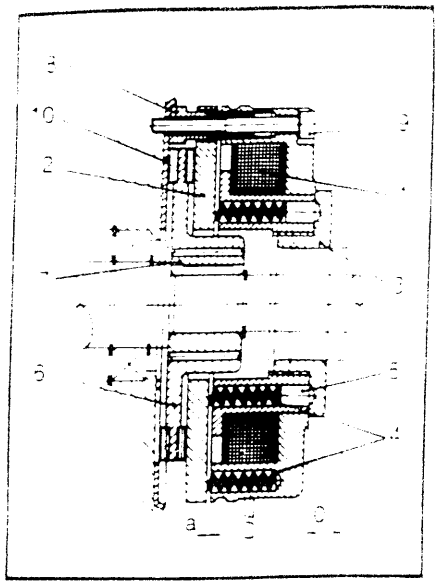

FIGURE 1
The Lenze Electromagnetic Release Spring Set Brake Type 14.448 as shown [illegible] produces its stopping torque by the use of multiple springs (4) exerting pressure [illegible] the armature plate (2). The armature plate in turn is forced towards the friction plate (5) mounting flange (1) compressing the dual faced friction rotor (6) between the armature plate and the friction plate by mounting flange. Figure 1 illustrates the position of the armature plate in the friction and friction plate in the set position. The rotor is [illegible] the hub [illegible] keyed to the shaft.
8. If necessary, you can check the air gap with a feeler gauge in 3 positions. NOTE: Air gap dimension is illustrated in Figure 1 denoted by "a".
The brake is supplied from the factory with the nominal torque settings. This torque can be reduced by unscrewing the torque adjustment ring (3) with a spanner within the limit of the (3) dimension given in Table 1 and depicted in Figure 1. The torque adjustment has an intent action with torque variation per step given in Table 1.
In most applications, the brake needs practically no maintenance. However, after a long period of operation, or if the brake has a high duty cycle, adjustment of the air gap (a in Figure 1) may be necessary. When the 'a max' value shown in Table 3 is exceeded, adjust the value back to 'a' using the air gap adjustment instructions described in Section 7 Step 9 of the assembly instructions.